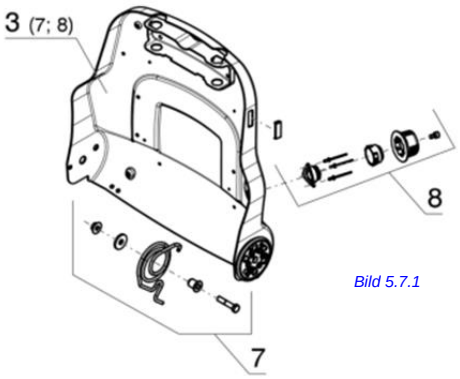

Bild 5.7.1
a) Hinter der Positionszahl wird die Position der mitgelieferten anderen Baugruppe in Klammern aufgeführt *(siehe Bild 5.7.1)*.